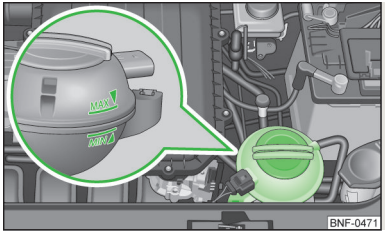

Fig. 108
When refilling, only use the antifreeze with the title given on the coolant expansion tank » Fig. 108 on page 132.
- Do not fill the coolant above the mark A » Fig. 108 on page 132.
› Check the level of coolant in the coolant expansion bottle » Fig. 108. The coolant level when the engine is cold must lie between the "MIN" and "MAX" markings. The level may also rise slightly above the "MAX" marking when the engine is warm.
- If the fluid level has dropped below the MIN marking » Fig. 108 on page 132, do not continue your journey - there is the risk of an accident! Seek help from a specialist garage.